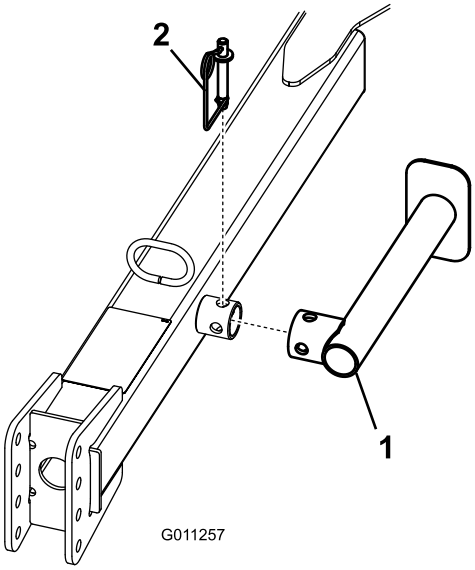

Figur 8
3. Ta bort fjädersprinten, vrid ned domkraften och montera fjädersprinten (Figur 8).